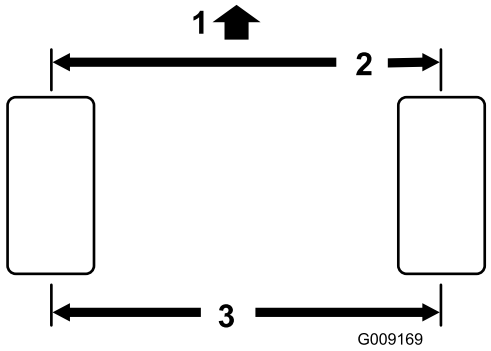

Figur 87
2. Mål afstanden fra midte til midte (i akselhøjden) på de styrende dæk, foran og bag akslen (Figur 87).